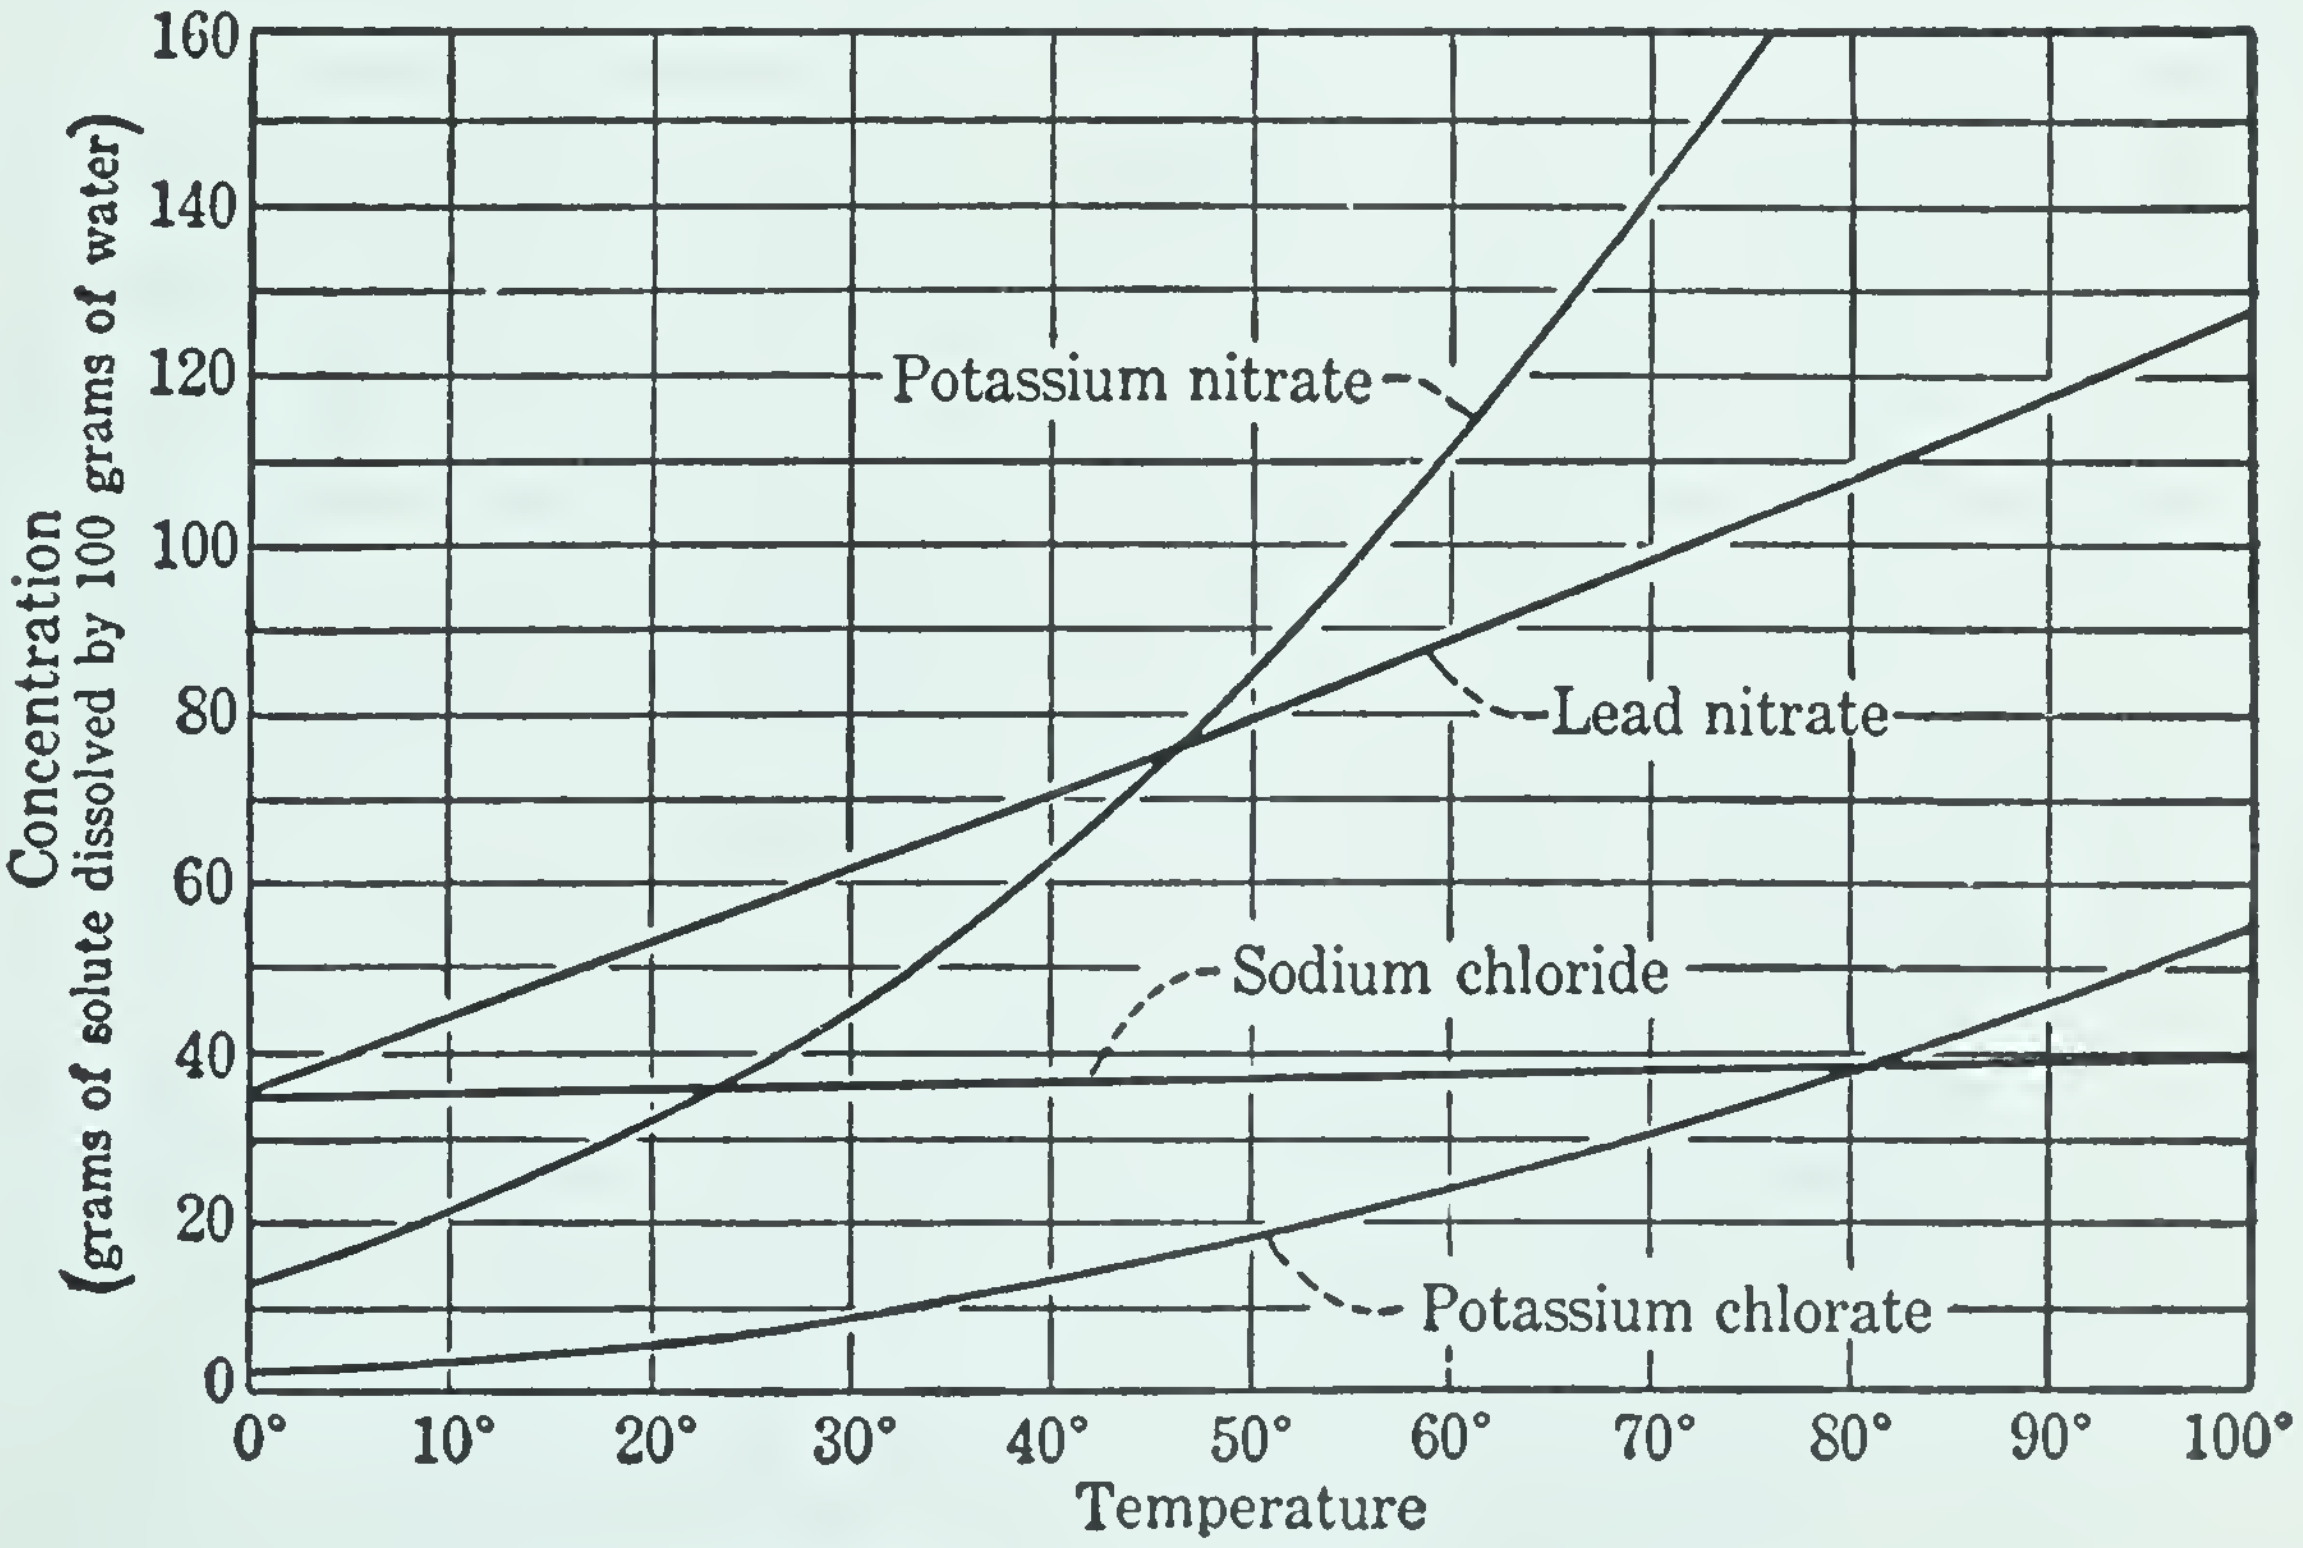

FIG. 47. Solubility represented by means of curves
Solubility curves (Fig. 47) are more convenient than tables and give more information. They give the solubility at *all* temperatures — not merely at a few stated points.
7. By reference to the solubility curves, Fig. 47, find the solubilities of the following compounds at the temperatures indicated: (*a*) potassium chlorate at 10°, at 50°, at 100°; (*b*) lead nitrate at 30°, at 90°; (*c*) sodium chloride at 10°, at 50°, at 100°.